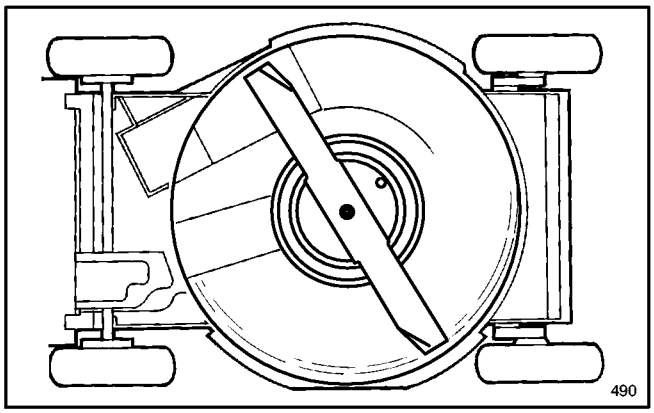

Abbildung 30
3. Den Mäher auf die linke Seite kippen (Abb. 30). Drehen des Mähmessers vermeiden, da das zu Startproblemen führen könnte.